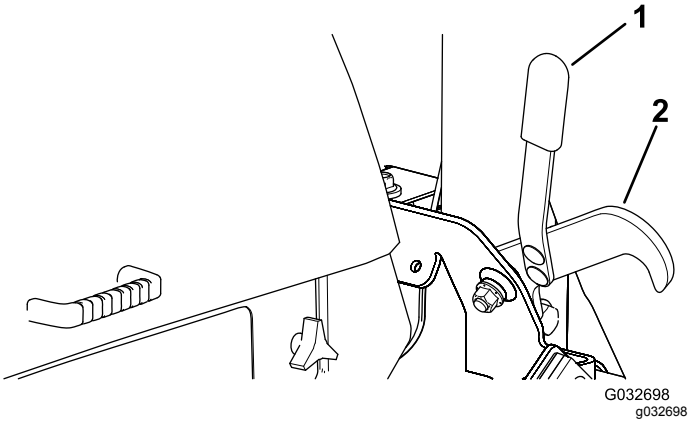

Figur 46
2. Brug håndtaget til at hægte låsene af, der fastholder skjoldene i hævet position (Figur 46).